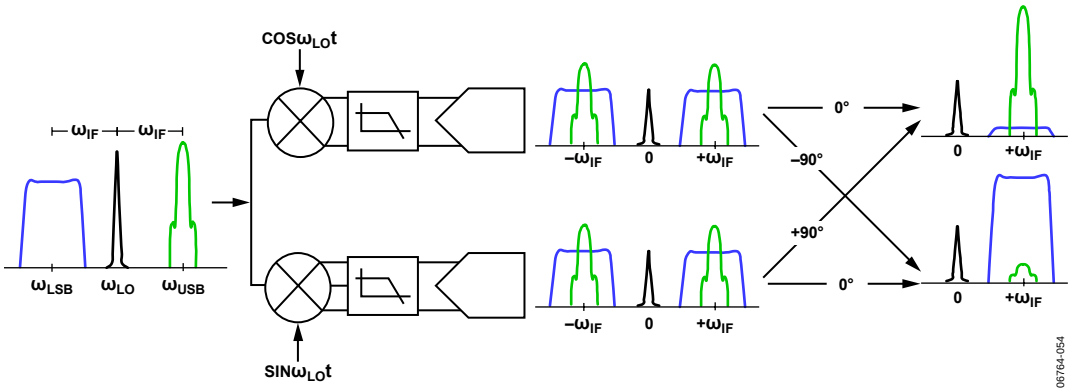

Figure 54. Illustration of the Image Problem
The image rejection ratio is the ratio of the intermediate frequency (IF) signal level produced by the desired input frequency to that produced by the image frequency. The image rejection ratio is expressed in decibels. Appropriate image rejection is critical because the image power can be much higher than that of the desired signal, thereby plaguing the down conversion process. Figure 54 illustrates the image problem. If the upper sideband (lower sideband) is the desired band, a 90° shift to the Q channel (I channel) cancels the image at the lower sideband (upper sideband).